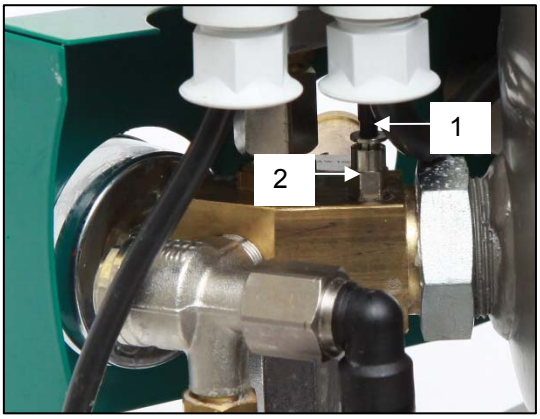

Fig. 8
12.2. **Raccordement du tuyau du manomètre de l'armoire au compresseur** (Fig. 8)